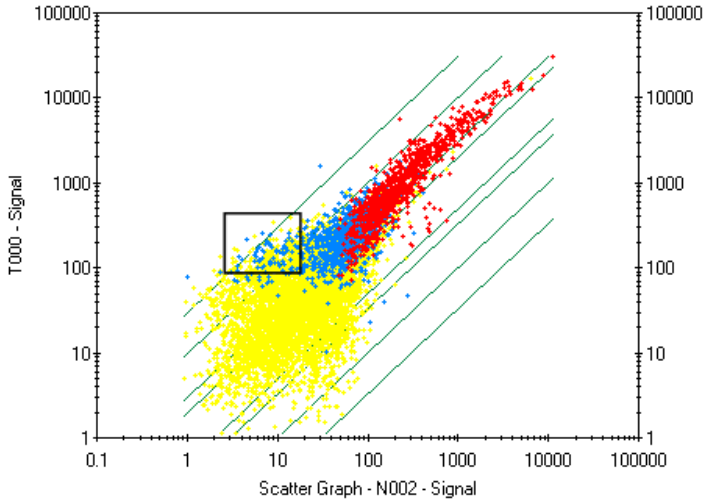

Figure 10.28
1. Press and hold the **Shift** key while you use the click-and-drag method to draw a rectangle over the graph area of interest **(Figure 10.28)**.